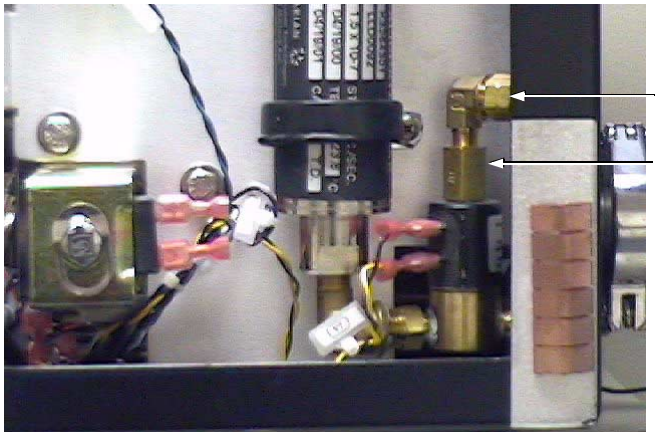

Figure 4-3 End Cap and Valve Stem
3. Loosen and remove the end cap from the valve stem (Figure 4-3) using a 9-16 wrench.